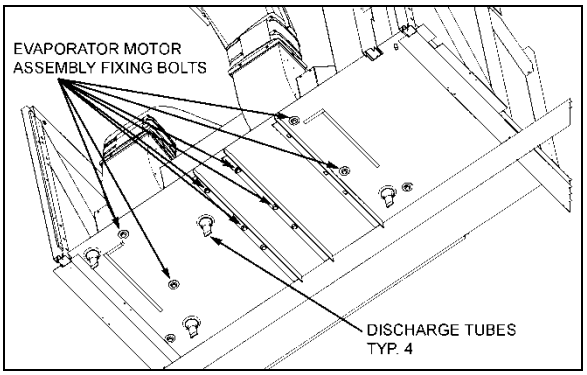

FIGURE 57: EVAPORATOR MOTOR BOLTS 22315
- From under the vehicle, remove the eight bolts fixing the double blower fan unit base. Remove the complete unit from the evaporator compartment (Figure 57).